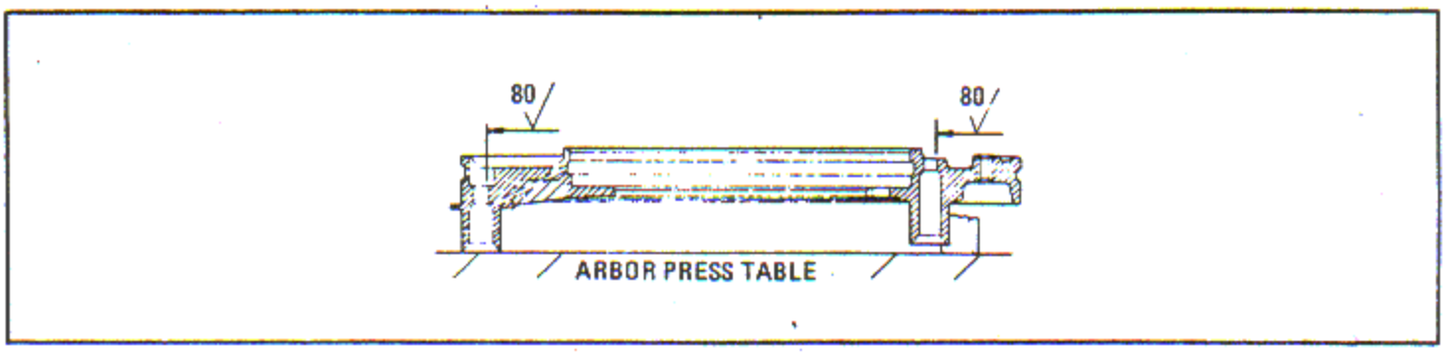

Figure 6-81. Ream Balanceweight and Gear Retaining Bolt Holes
b. Select and install one of the reamers, group 8, which is capable of cleaning up the hole to the nearest oversize, as listed, with an 80 microinch rms or better finish. Refer to figure 6-81.